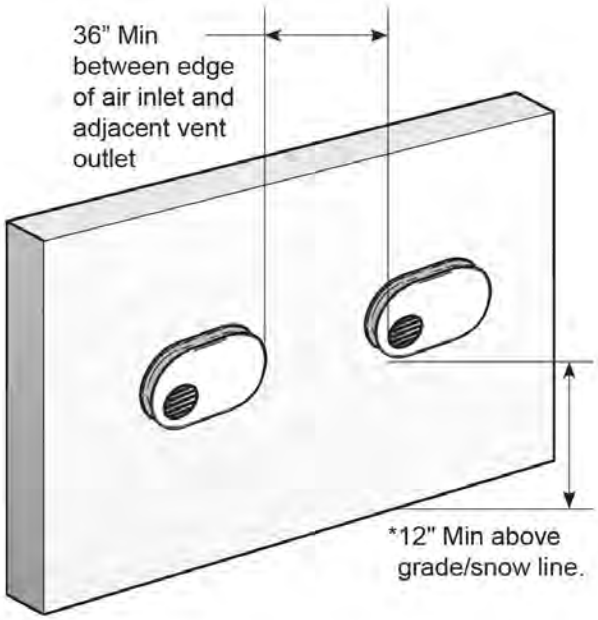

Figure 3. Multiple 2 pipe low profiles termination minimum spacings
2. Multiple Low profile terminations must be installed with a minimum horizontal separation between the edge of the air inlet and the edge of the vent of the adjacent termination of at least 36 inches (90 cm). See Figure 3.